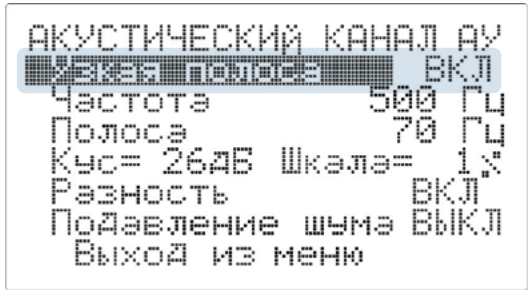

Рисунок 6 – Экран настроек в режиме «Узкая полоса– ВКЛ»
4.6.2.2. В режиме «Узкая полоса» «ВКЛ» (Рис. 6) возможна регулировка центральной частоты полосы пропускания — строка меню «Частота» и ширины полосы пропускания — строка меню «Полоса». Центральная частота может принимать значения от 40 до 4000 Гц. Изменение частоты с шагом 10 Гц или 1 Гц.